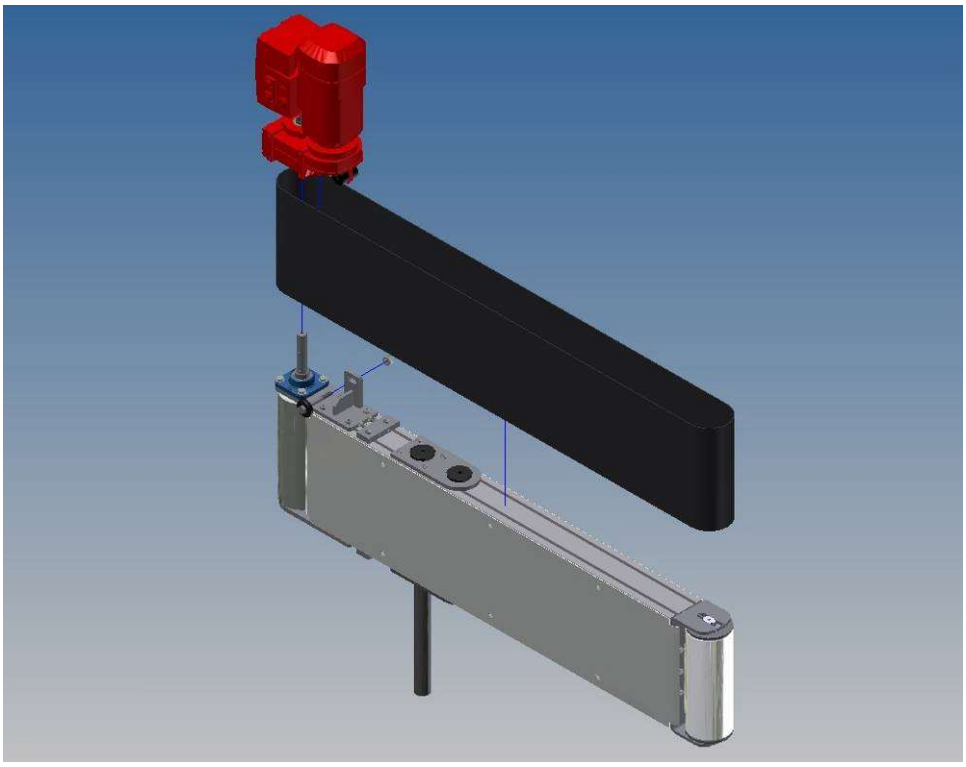

Figura 74: Rimozione del tappeto.
5. estrarre, sollevandolo, il vecchio nastro a tappeto, quindi inserire il nuovo (Figura 74);